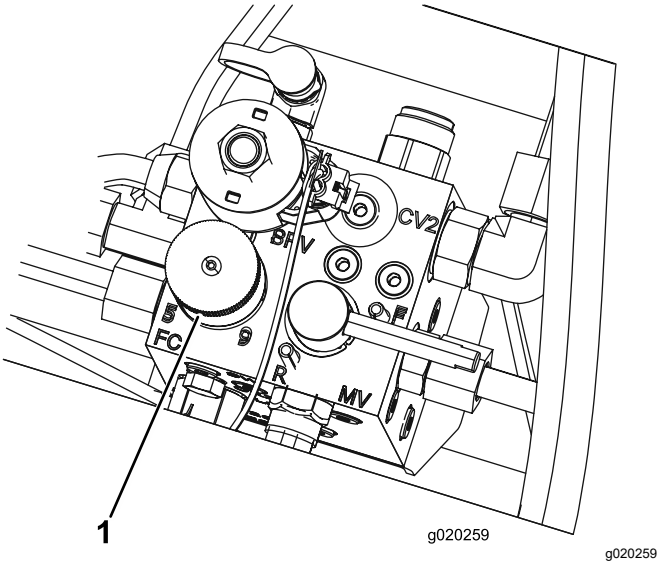

Figuur 34
4. Om het toerental in te stellen, draait u aan de knop (Figuur 34) tot de wijzer de gewenste instelling aangeeft.